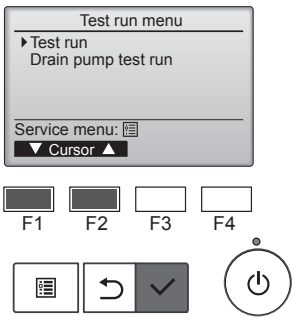

Fig. 7-2
② Välj “Test run” (Testkörning) från menyn Testkörning och tryck på [VÄLJ]. (Fig. 7-2)
③ Testkörningen startar och skärmbilden Testkörning visas.